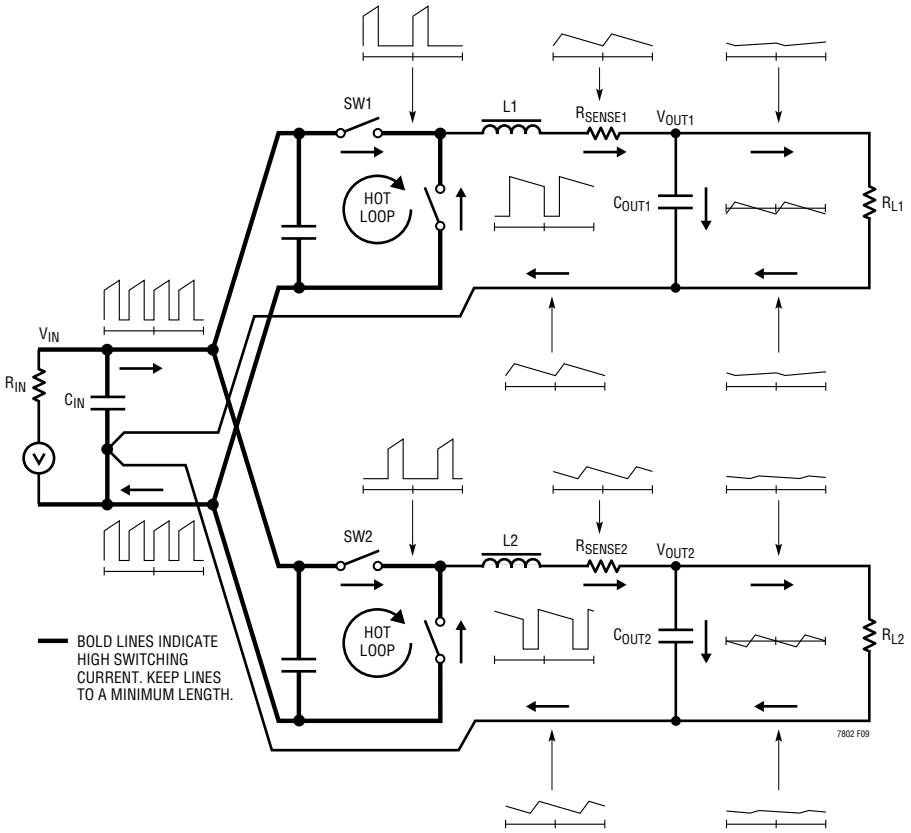

Figure 8. Branch Current Waveforms for Bucks
When laying out the printed circuit board, the following checklist should be used to ensure proper operation of the IC. Figure 8 illustrates the current waveforms present in the various branches of the synchronous regulators operating in the continuous mode. Check the following in your layout:
2. Are the signal and power grounds kept separate? The combined IC ground pin and the ground return of C_{INTVCC} must return to the combined C_{OUT} (–) terminals. The area of the "hot loop" formed by the top N-channel MOSFET, bottom N-channel MOSFET and the high frequency (ceramic) input capacitors, as shown in Figure 8, should be minimized with short leads, planar connections, and multiple paralleled vias where needed. The output capacitor (–) terminals should be connected as close as possible to the (–) terminals of the input capacitor.